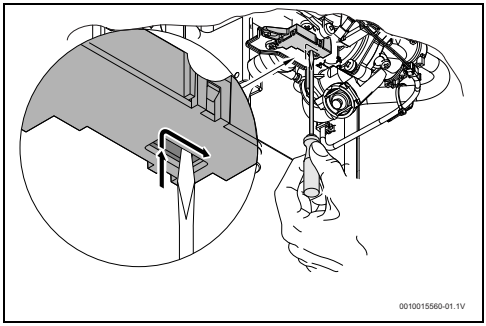

Fig. 28 Resetear el microinterruptor
- Posicionar el microinterruptor según la fig. 28.